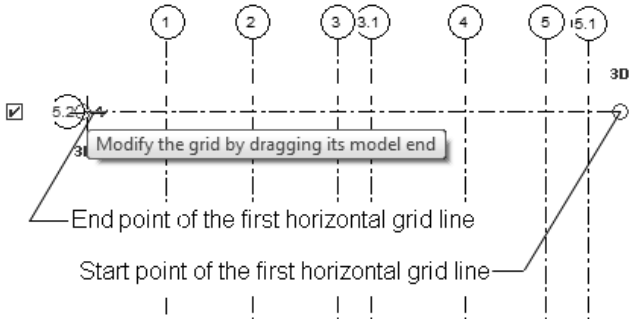

Figure 3-52 *The location of the start point and endpoint of the first horizontal grid line*
19. Move the cursor horizontally toward the left until it has crossed the vertical grid line marked **1**. Click in the drawing area to create the first horizontal grid line, as shown in Figure 3-52.